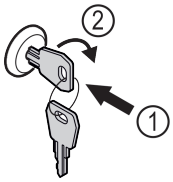

Fig. 153 Reprezentare exemplificatoare
▶ Introduceți cheia prin apăsare *Fig. 153 (1)*.
▶ Rotiți cheia cu 90° în sensul acelor de ceasornic *Fig. 153 (2)*.